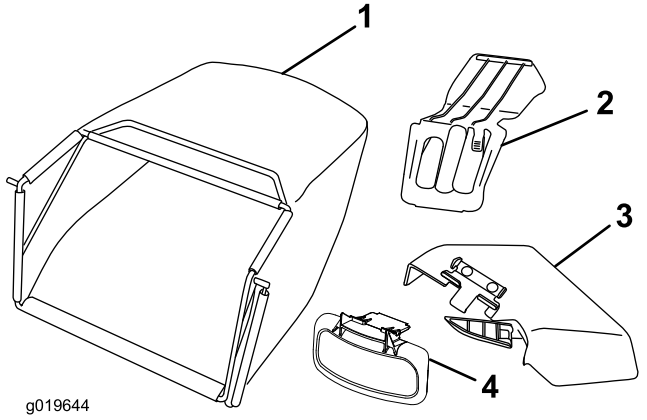

Figura 6
5. Cuando el motor arranque, mueva la palanca de control del acelerador a la posición de **Rápido** (Figura 6).